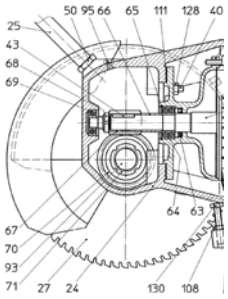

Abb. 8: Montage des Steuerhebels
Schritt 1: Den mitgelieferten Hebelarm [Abb. 8, 25] in die vorgesehene Aussparung am Gehäuse [Abb. 8, 24] einsetzen und mit der Überwurfmutter [Abb. 8, 50] befestigen.